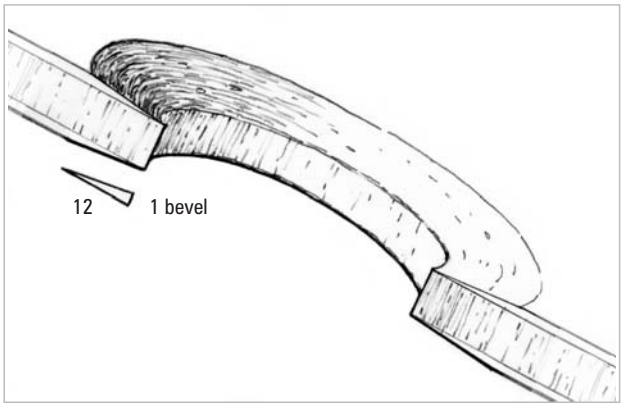

Figure 5-13 *Grind a 12-to-1 bevel on the edges of the inner and outer skins.*
1. Prepare the hole by cutting away ragged or damaged skin. Cut back to undamaged core and skin while maintaining a circular or oval hole shape. Grind a minimum 12-to-1 bevel on the edges of the inner and outer skins at the hole to provide adequate bonding surface when re-laminating the skin repair patches. For example, if the skin is ¼" (6mm)-thick, the bevel will extend 3" (7.5cm) from the edge of the hole *(Figure 5-13)*.